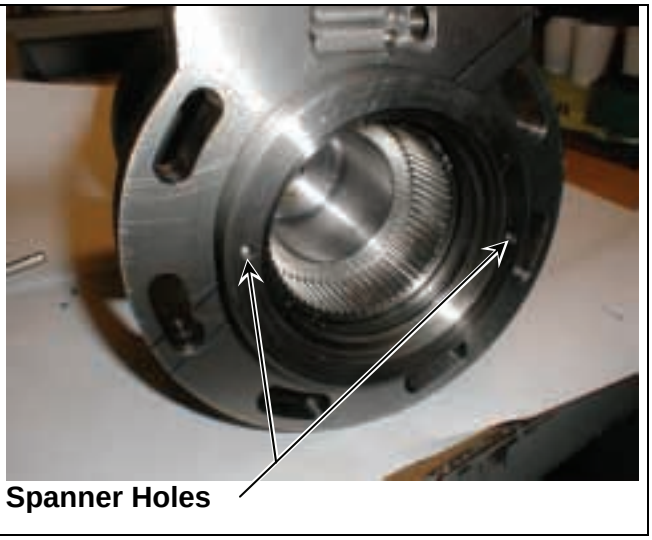

**Figure 3: Spanner Holes**
2. Remove the bottom cover with a pin spanner or two dowel pins and a piece of flat stock. Turn the bottom cover counter-clockwise to loosen, see Figure 3.